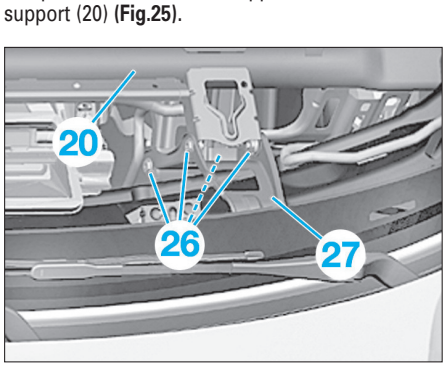

Fig. 25
• Déposer les vis (26) du support (27) sur le tube-support (20) **(Fig.25)**.